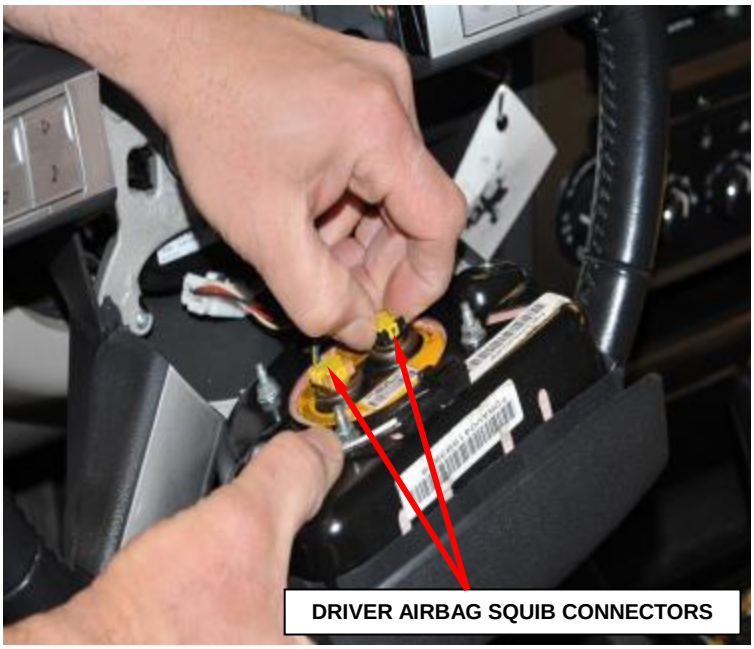

Figure 64 – Airbag Squib Connectors
6. Disconnect the driver airbag squib connectors. Depress the latches on each side of the connector insulator and pull the insulators straight out from the airbag inflator to disconnect them from the connector receptacles (Figure 64).